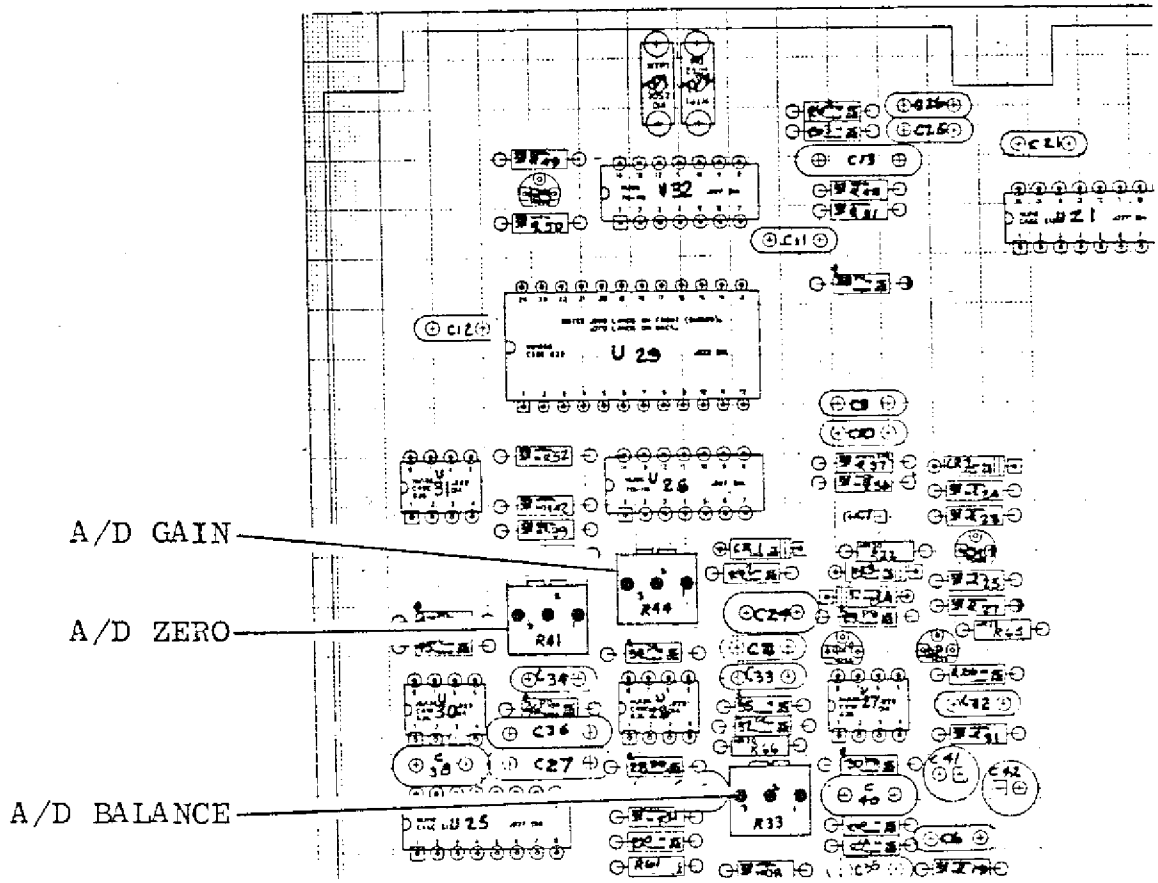

FIGURE 6.3 PROCESSOR I/O A/D ALIGNMENT POINTS
6.1.7 Cont. If the reading falls outside this range it will be necessary to physically disconnect the front panel from the chassis in order to adjust the DVM Input Gain Potentiometer on the Front Panel Interface Card. (See Figure 6.3) . Adjust the DVM Input gain for a reading on the external DVM equal to one-tenth the voltage noted for paragraph 6.1.6. Reconnect the front panel to the chassis.
6.1.9 Disconnect the external DVM. With the DVM input jack still shorted adjust the A/D Zero Potentiometer on the I/O Board (See Figure 6.3) for a 0.0 VDC reading on the R2001A CRT display. Caution: Do not use the card extender while aligning the Processor I/O board.
6.1.11 Adjust the A/D Gain Potentiometer on the Processor I/O Board (See Figure 6.3) for a DVM reading on the CRT equal to the voltage measured at TP 12 with the external DVM for paragraph 6.1.6.
6.1.14 Adjust the A/D Balance Potentiometer on the Processor I/O Board (See Figure 6.3) for a DVM reading on the CRT equal to the voltage measured at TP11 with the external DVM for paragraph 6.1.13.